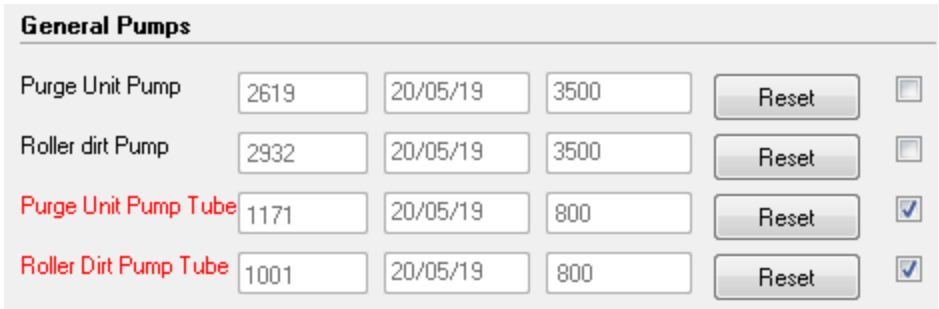

Figure 4-129 Pump Maintenance Counters
30. Open the *Maintenance Counters* screen, scroll down to the *General Pumps* section, and click Reset for the relevant counter(s) (see Figure 4-129 on page 4-83).